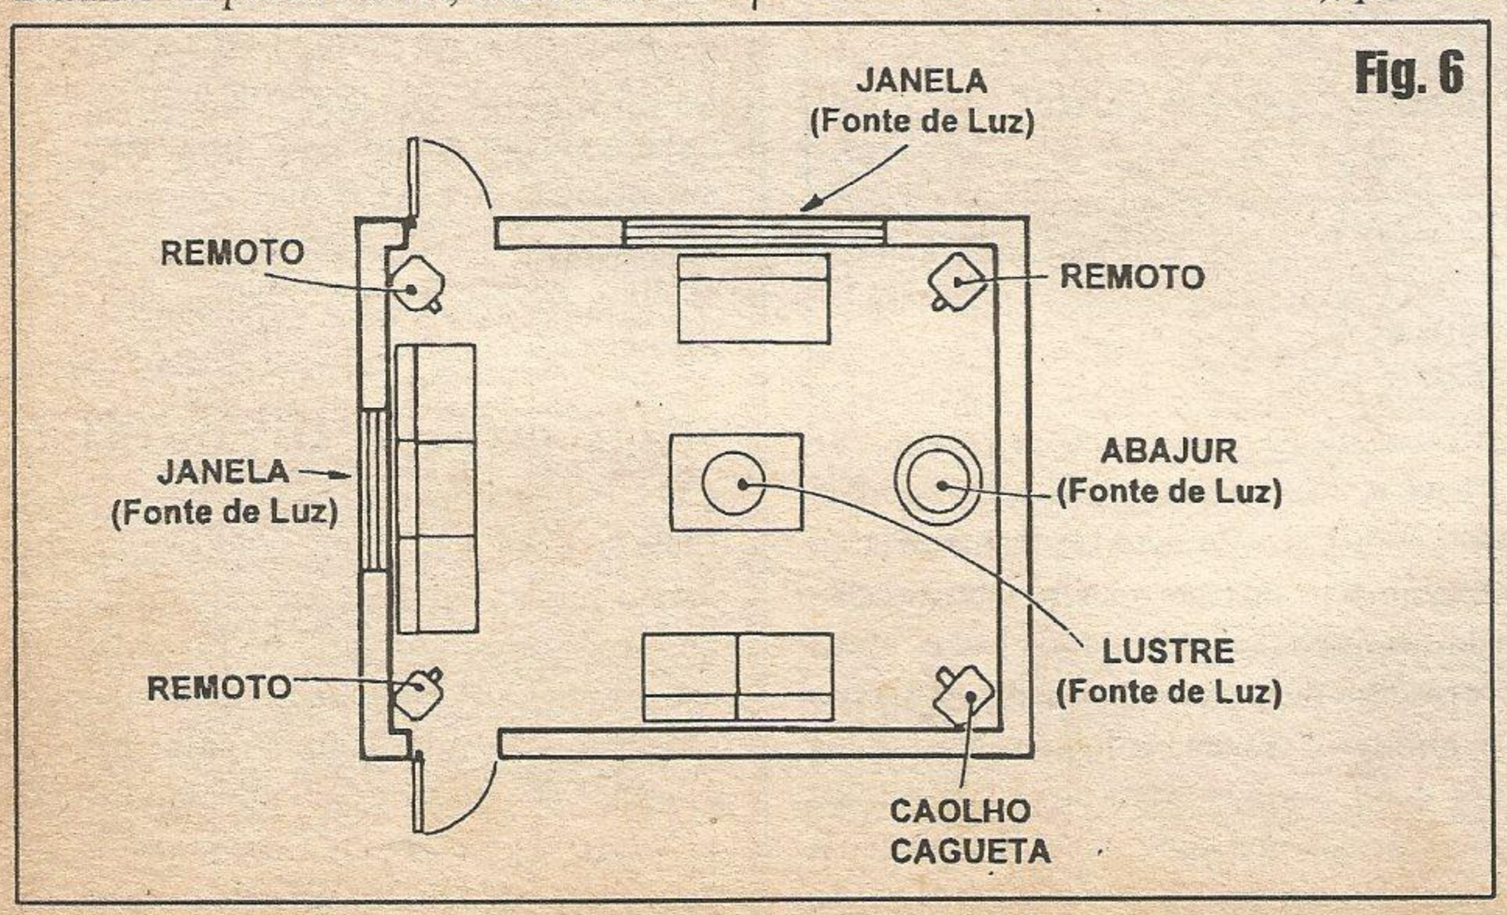

Fig. 6
**- FIG. 6 - INSTALAÇÃO E USO BÁSICO -** Para a utilização básica, basta que o LDR do **CACA** fique apontado (*olhando*) para a região, área ou parte do ambiente que se deseja controlar... Se for utilizado apenas um LDR, convém que o dispositivo sensor situe-se num canto do ambiente, ou - no caso de um corredor - apontando para *ao longo* da passagem... No controle de uma porta ou acesso, o LDR poderá ser